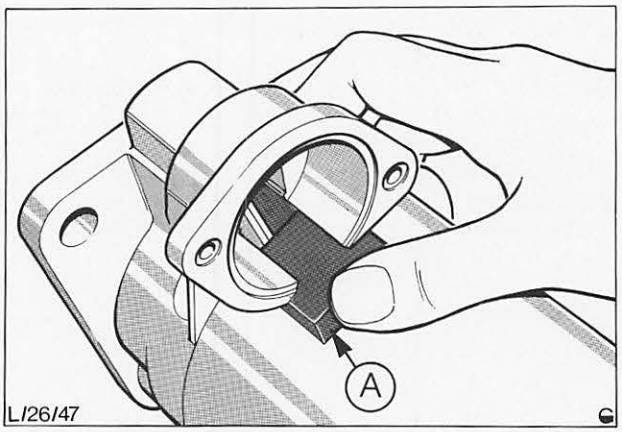

Abb. 51 A = Schaumgummistück
18. Schaumgummistück zwischen Magnetschalterhalterung und Polgehäuse schieben, Abb. 51.